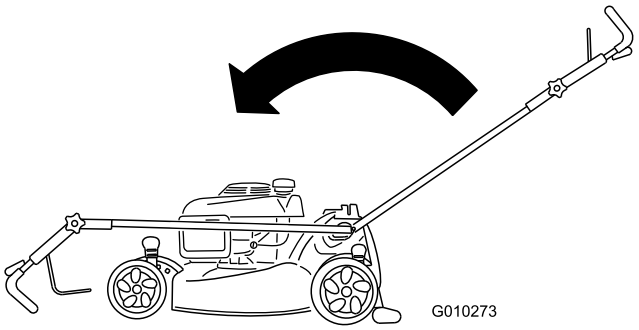

Figuur 38
1. Handgreepknoppen (2)
2. Beweeg de handgreep naar voren zoals word getoond in Figuur 38.